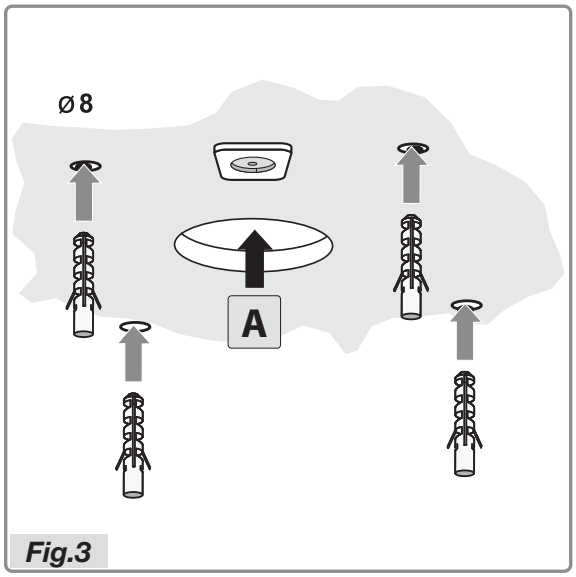

Fig.3
- Préparer le trou d'évacuation de l'air **A** (Fig.3).